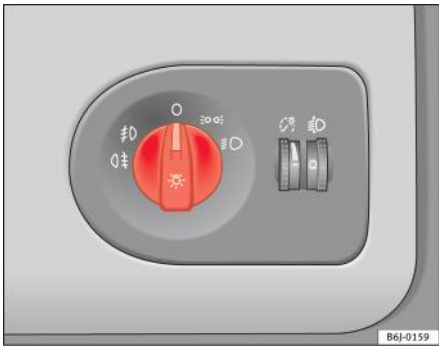

Fig. 50 Imagine detaliată a planşei de bord: comutator pentru lumini, proiectoare de ceaţă şi lămpi de ceaţă spate
– Rotiţi comutatorul pentru lumini ⇒ fig. 50 în poziţia .